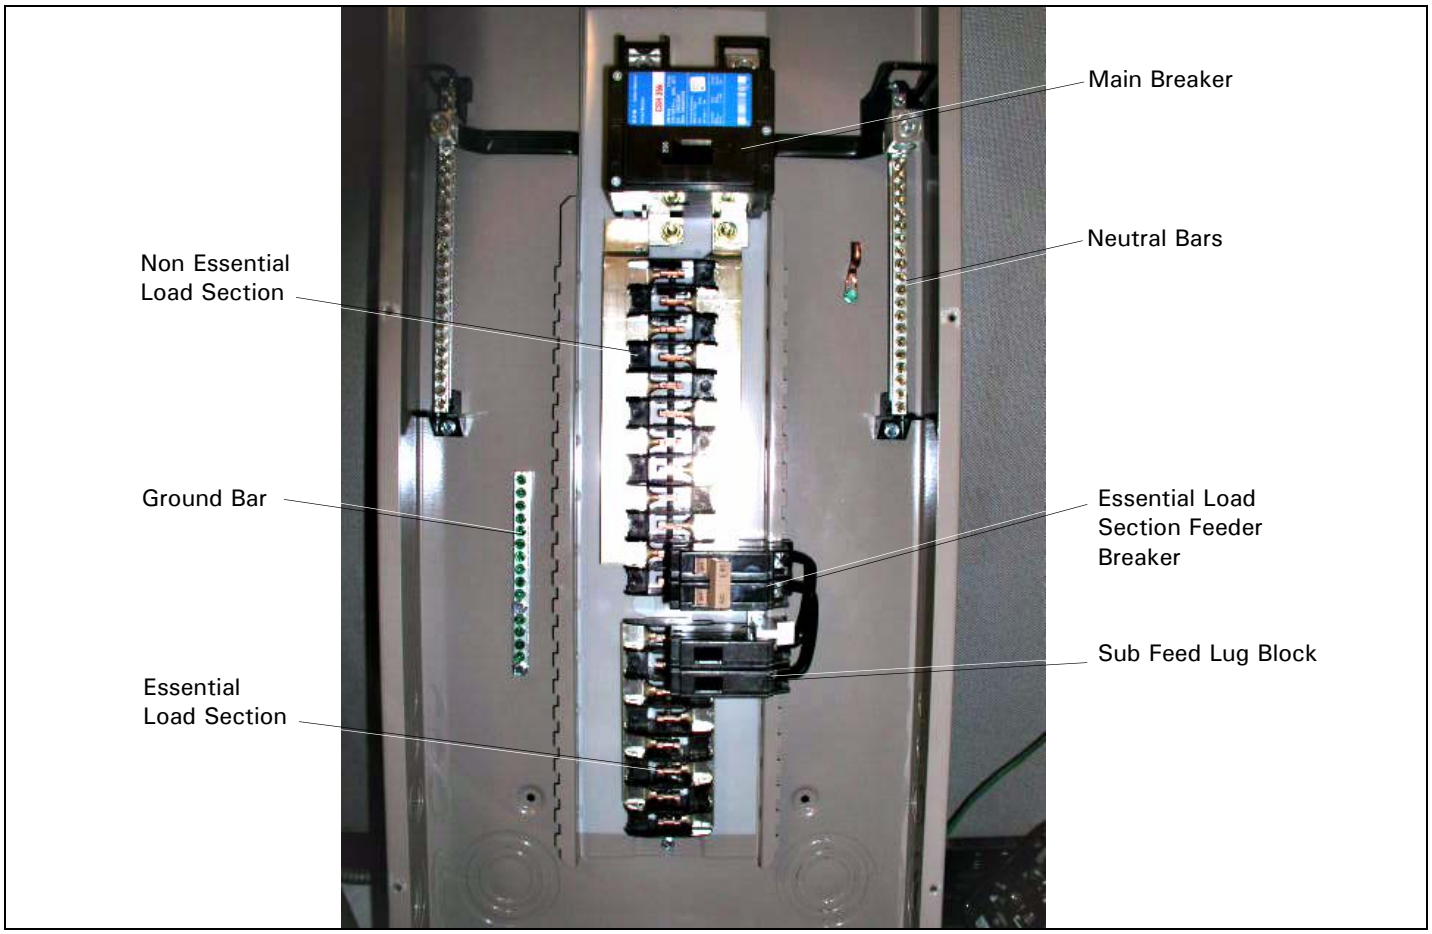

Figure 1. Interior Panel Assembly.
In a typical installation, the non-critical loads are installed in the upper non-critical section of the power panel. The critical (emergency) loads are installed in the lower critical section of the power panel. Under normal operation, with utility power available, these loads will receive utility power supply (see Figure 1).
When the utility power fails, the ATS will sense the failure, the generator will start, and when sufficient generator voltage is available, all emergency loads (see Figure 1). will receive power from the generator. A circuit breaker is required between the generator power source and the transfer switch (typically included with the generator). When utility power returns, the ATS will switch the essential load back to utility power and the generator will shut down.
Step 1: Open, (turn off) the utility power source main breaker (see Figure 1). Using a voltmeter, measure the line-to-line and line-to-neutral voltages across the utility line terminals to ensure the utility voltage is zero (Off).